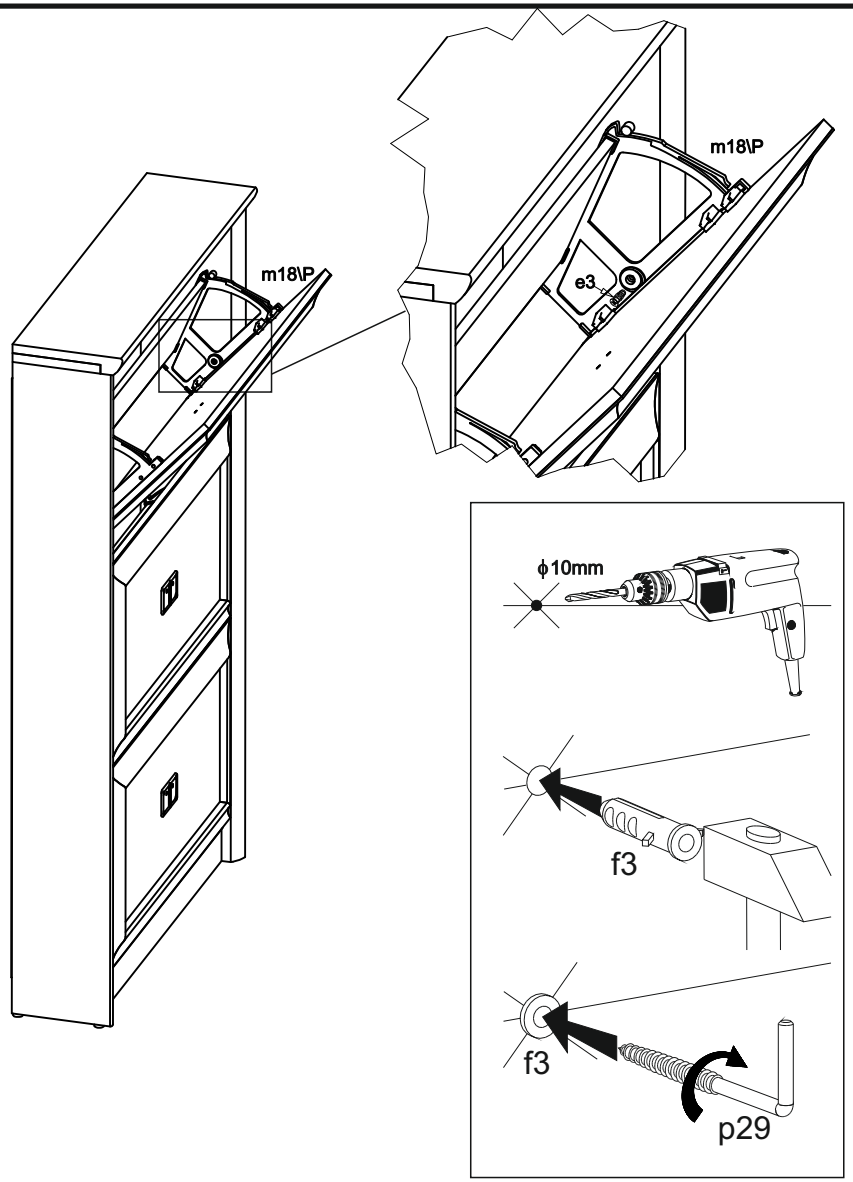

Рисунок 6
- закрепить шайбы петли откидной **m10** с помощью шурупов **e3 (см.рис. 6);**